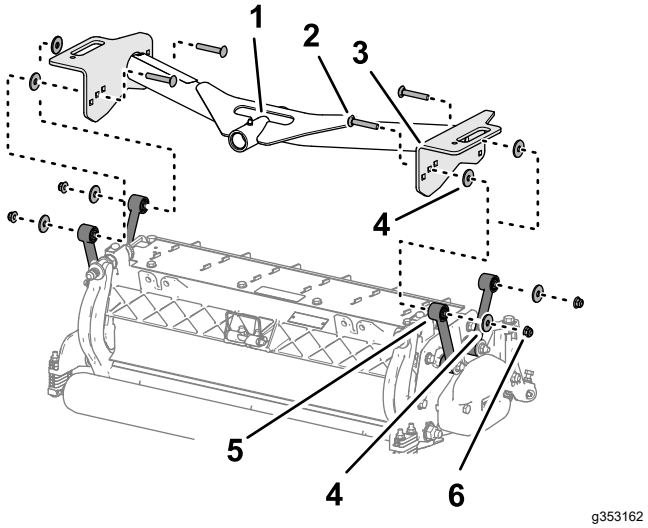

**Figur 17**
1. Rikta in hålen på den främre bärramens plattor med hålen i klippenhetens fästplattor (Figur 17).
2. Rikta in en bricka mellan bärplattan och länken (Figur 17). Montera sedan plattorna och distansbrickan löst med en vagnsskruv (⅜ x 2 ¼ tum), en bricka och en flänslåsmutter (⅜ tum).